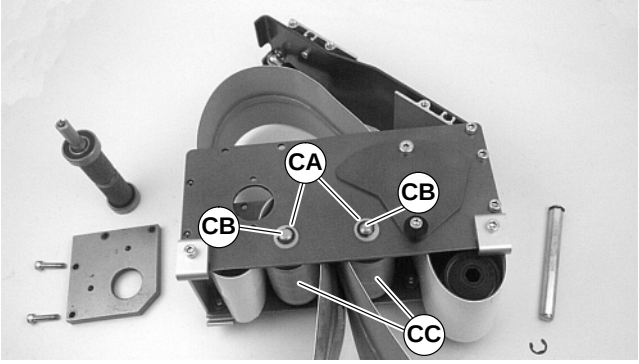

Figure 46
- For 2" (44 mm), 3" (70 mm) or 4" (95 mm) wide conveyor, detach E-ring clips and remove washers (CA of Figure 46). Remove pulley shafts (CB) and pulleys (CC).